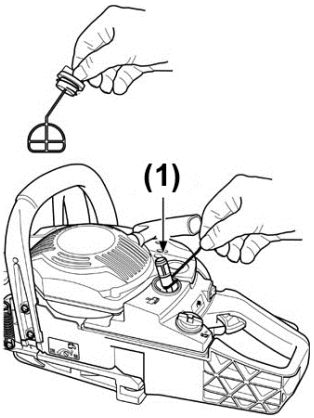

Рис. 19.2
2. Топливный фильтр (рис. 19.2 поз. 1)